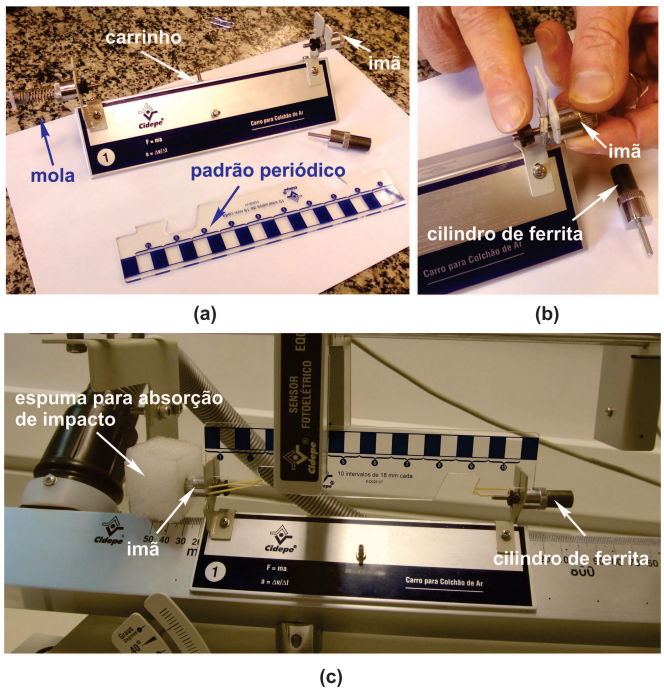

Fig. 3: Utilização do cilindro de ferrita em um dos lados do carrinho.
1. Coloque a intensidade do gerador de fluxo de ar na posição 2 e ligue-o. ***Atenção! nunca mova o carrinho sobre o trilho de ar sem que o fluxo de ar esteja ligado. Isso pode riscar e danificar definitivamente a escala do trilho de ar***. Neste experimento, em um dos lados do carrinho deverá ser mantido o imã e do outro lado, em lugar da mola, será utilizado um cilindro de ferrita. A substituição dessas peças é mostrada na fotografia da Fig.3(b). Como mostrado na fotografia da Fig.3(c), uma espuma é mantida no final do trilho de ar para absorção do impacto do carrinho.